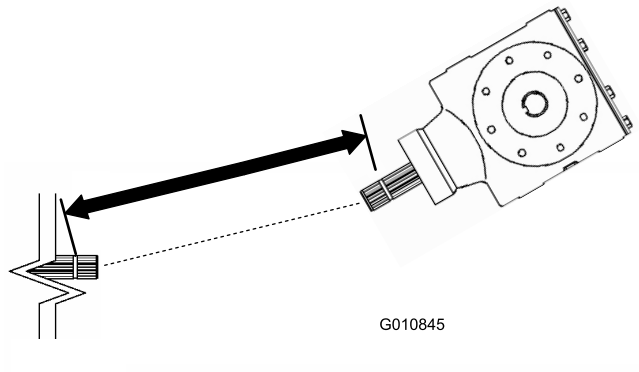
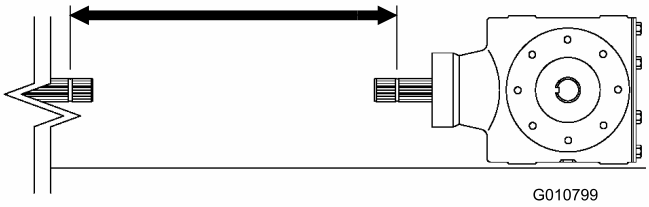
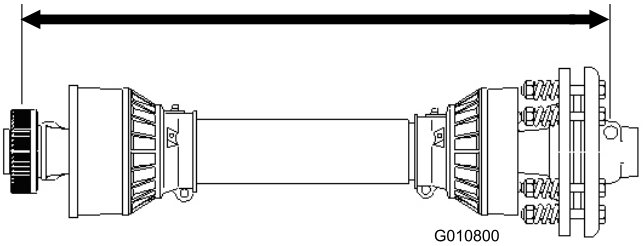

Figuur 12
Figuur 14
Figuur 15
3. Meet de afstand van de borggroef op het uiteinde van de aftakas van de tractor tot aan de borggroef op de aftakas van de versnellingsbak van de beluchter (Figuur 12). Noteer deze afstand. Voorbeeld: 67 cm
5. Meet de afstand van de borggroef op het uiteinde van de aftakas van de tractor tot aan de borggroef op de aftakas van de versnellingsbak van de beluchter (Figuur 14). Noteer deze afstand. Voorbeeld: 70 cm
6. Meet op de aftakas de afstand vanaf het midden van de vergrendelkogel aan het ene uiteinde tot het midden van de borgpen aan het andere uiteinde (Figuur 15). Noteer deze afstand. Voorbeeld: 81 cm
7. Gebruik de kleinste meting van Figuur 14 en Figuur 12, trek deze afstand af van de afstand in Figuur 15. Voorbeeld: 81 cm min 67 cm is 14 cm.